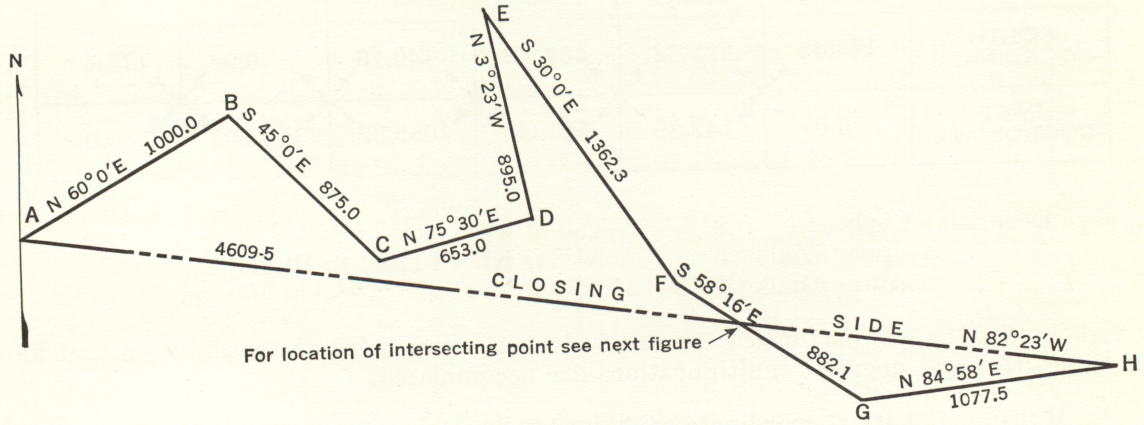
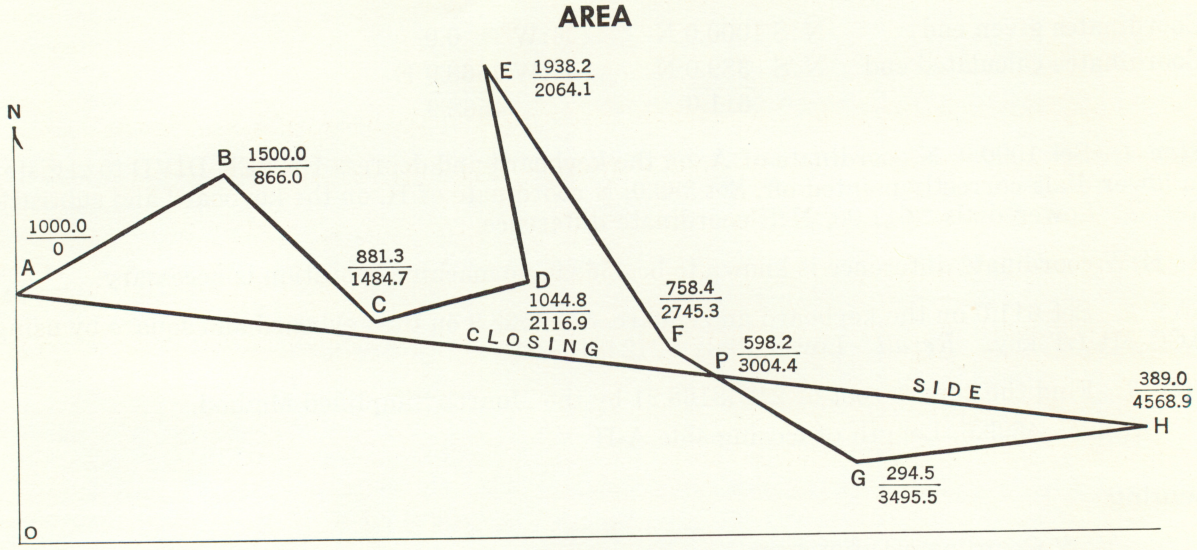

FIGURE 9
**FIGURE 11**
**Example 3** The closed traverse represented by Figure 9 introduces a somewhat complex condition because the field is an eight-sided figure with the closing side intersecting one of the other sides. It is necessary to find the coordinates of the intersecting point in order to calculate the area.
The closing side H-A intersects the side F-G (see Figures 9 and 10), thereby actually forming two figures. However, as the problem is to find the area of the entire traverse it is not necessary to compute the areas of the two figures separately and then add them as the result can be secured with the Monroe Calculator in one simple, continuous operation. The coordinate method is used. The coordinates of all points are given in Figure 11. For convenience these values are arranged as follows.